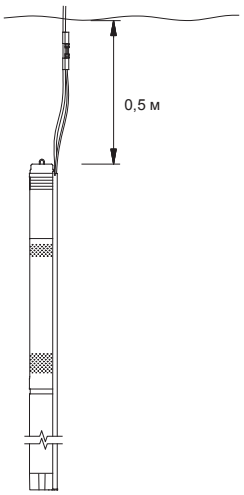

Рис. 9 Установка в вертикальном положении
- **для монтажа в вертикальном положении:** минимальное расстояние 0,5 м от насоса до динамического уровня воды (см. рис. 9);